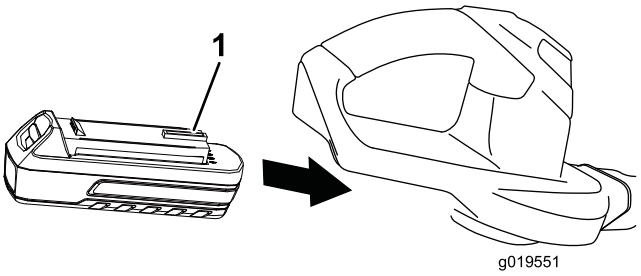

Figura 2
2. Alinee la lengüeta de la batería con el hueco correspondiente de la empuñadura, sujete la empuñadura, e introduzca la batería en la empuñadura hasta que el pestillo encaje en su sitio (Figura 2).